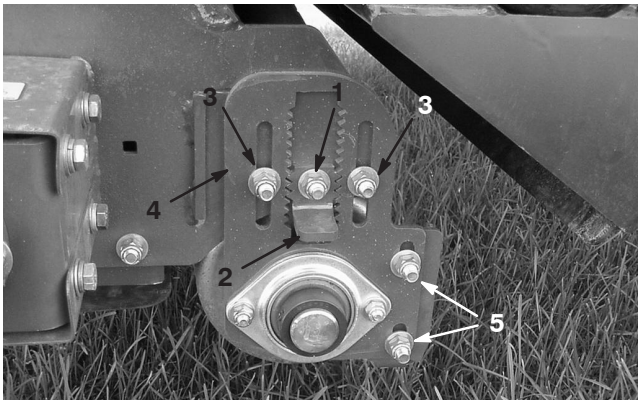

Figure 29
3. Loosen the locknut on height adjustment key (Fig. 29) so it can be pulled out approximately 1/2 inch.
4. Loosen the roller height adjustment locknuts (Fig. 29).
5. Pull out the height adjustor key and move the rear roller up or down by sliding the roller height adjusting plate to the desired height (Fig. 29).
The roller scraper (Fig. 29) should be adjusted so there is 1/16” clearance between the scraper and the roller. Loosen the roller scraper adjusting nuts, position roller as desired and tighten nuts.